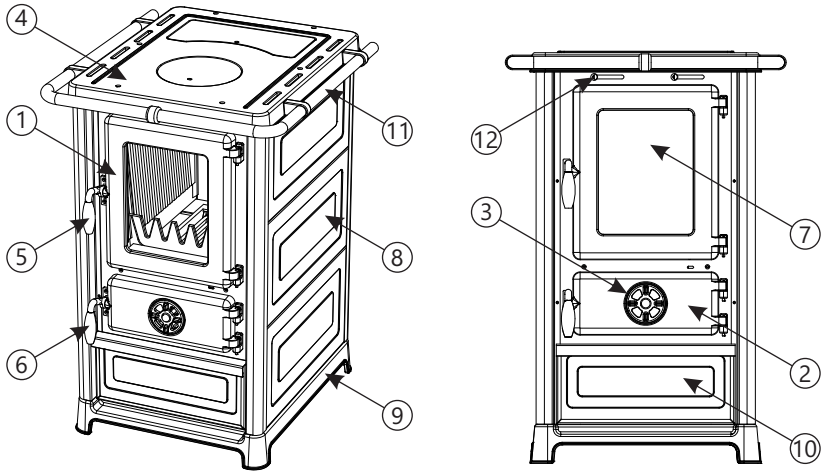

Figure 1
- La figure 1 représente l'aspect du poêle avec les pièces composantes indispensables à sa manipulation.
Composants principaux du poêle (figure 1):
- laisser la porte du cendrier ouverte jusqu'à l'apparition d'une flamme stable, et après fermeture, régler l'intensité de combustion à l'aide du régulateur de courant d'air (figure 1 position 3)
- lors de l'ajout de combustible, n'ouvrir la porte de la chambre de combustion (figure 1, position 1) que de quelques degrés, attendre 4 à 5 secondes, puis l'ouvrir doucement. Ne pas ouvrir la porte brusquement, car lorsqu'il y a une forte flamme dans le foyer, elle peut se répandre vers la pièce.
En régulant le courant d'air dans le poêle, vous réglez la température, la puissance et la vitesse de combustion du combustible, et cela se fait en tournant le régulateur d'air primaire sur la porte du cendrier (figure 1, position 2).